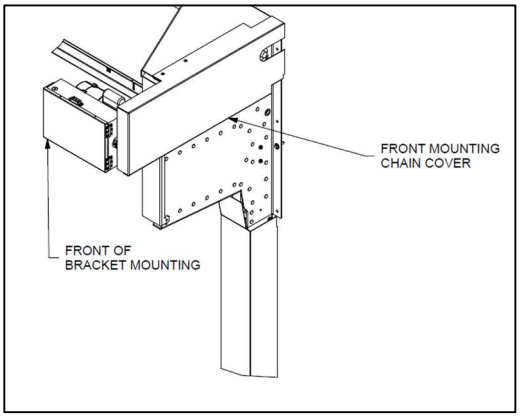

***Figure 40– FRONT MOUNTING CHAIN COVER OPTION***
b. Front mount configuration: Use the 1/2 [13mm]" carriage bolts hardware provided to attach the chain cover to front of bracket motor support, Reference **Figure 40**.